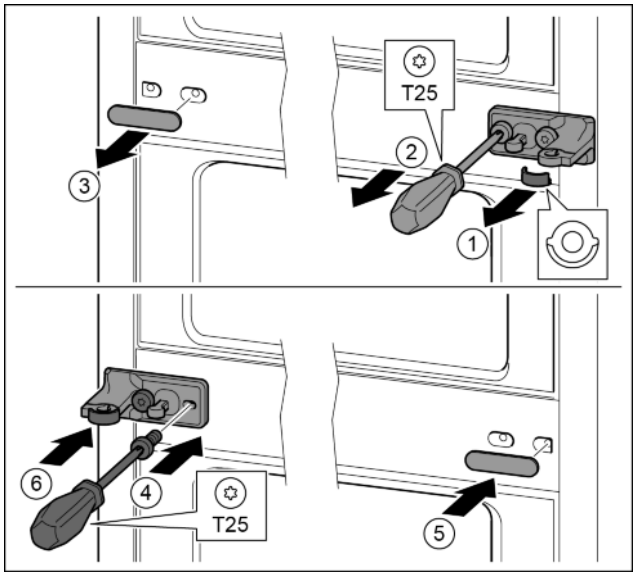

Fig. 34
▶ Enlever la rondelle. *Fig. 34 (1)*
▶ Desserrer les vis avec le tournevis T25. *Fig. 34 (2)*
▶ Enlever délicatement le cache. *Fig. 34 (3)*
▶ Visser fermement le support de palier avec film tourné de 180° de l'autre côté. *Fig. 34 (4)*
▶ Poser le cache tourné de 180° de l'autre côté. *Fig. 34 (5)*
▶ Enfiler la rondelle par devant. *Fig. 34 (6)*